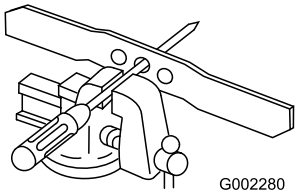

Figur 30
1. Kontrollera knivens balans genom att lägga den med det mittersta hålet över en spik eller en skruvmejsel som fästs horisontellt i ett skruvstäd (Figur 30).